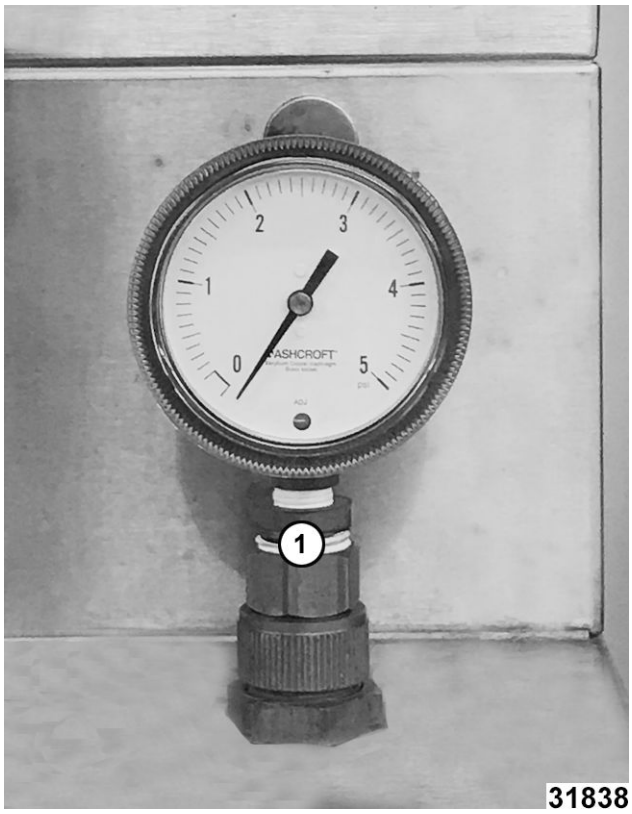

**Fig. 63**
**CURRENT PRODUCTION SHOWN (1, Fig. 63)**